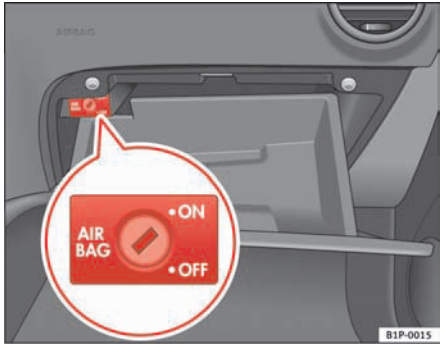

Fig. 25 In the glove box there is key switch for disabling and enabling the airbags on the front passenger side
– Turn the ignition switch in the key operated switch in the glove box to the position **OFF** ⇒ fig. 25.
– Turn the ignition switch in the key-operated switch in the glove box to the position **ON** ⇒ fig. 25.